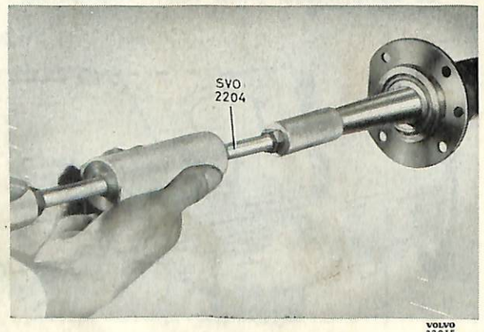

Bild 10. Demontering av drivaxel
2. Drag ut drivaxeln, bild 10. Använd utdragare SVO 2204.
2. Drag ut drivaxeln, bild 10. Använd verktyg SVO 2204. Kontrollera ev. byt tätningsringen.